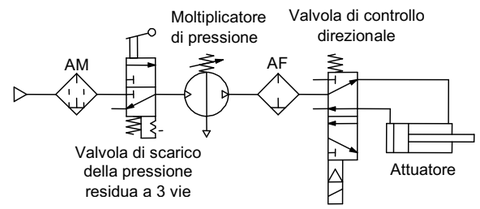

Fig.3 Esempio di circuito (2)
c) Dopo aver scaricato la tubazione a valle, scaricare la pressione di alimentazione sul lato di ingresso del moltiplicatore utilizzando una valvola di scarico della presione residua a monte del moltiplicatore (vedere Fig.3). In questo modo si interrompe un'eventuale funzionamento anomalo e si prevengono malfunzionamenti.